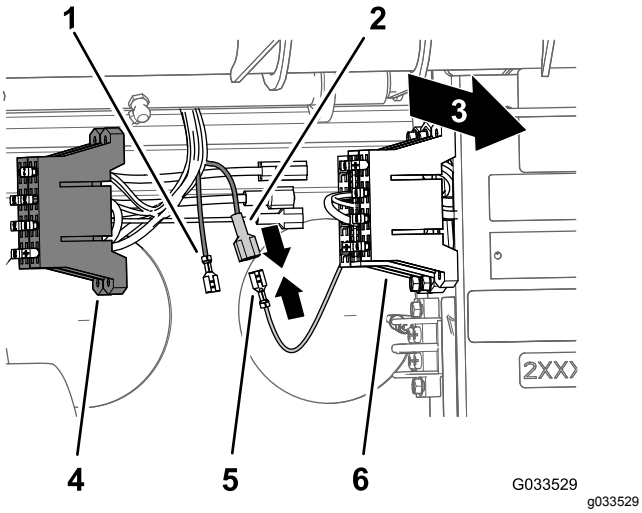

**Figur 25**
2. Finn den uisolerte mottakerklemmen på enden av den åpne, gule strømledningen i maskinens sikringsblokk og den isolerte bladklemmen på enden av den gule valgfrie strømledningen til sprederledningssatsens sikringsblokk (Figur 25).
3. Koble den uisolerte mottakerklemmen i maskinens sikringsblokk til den isolerte bladklemmen på enden av sprederens sikringsblokk (Figur 25).